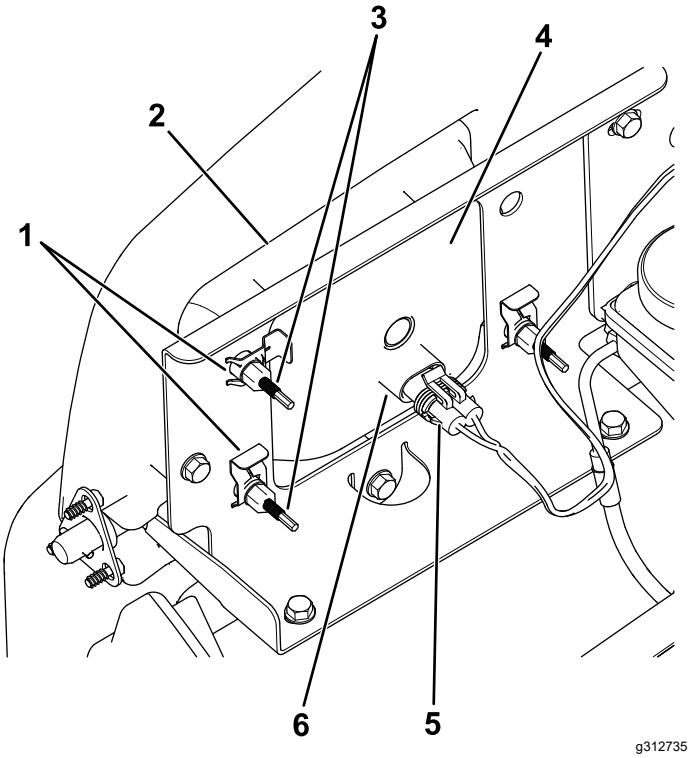

Figura 51
3. Desligue o conector elétrico para a cablagem do conector do conjunto da lâmpada (Figura 51).
4. Retire os clipes rápidos que fixam o farol ao respetivo suporte (Figura 51).
5. Retire o conjunto do farol movendo-o para a frente através da abertura no pára-choques dianteiro (Figura 51).
6. Instale o novo farol através da abertura no pára-choques (Figura 51).
8. Ligue o conector elétrico para a cablagem ao conector do conjunto da lâmpada (Figura 51).
5. Na parte traseira do conjunto de faróis, rode os parafusos de ajuste (Figura 51) para inclinar o conjunto dos faróis e alinhar a posição do feixe.